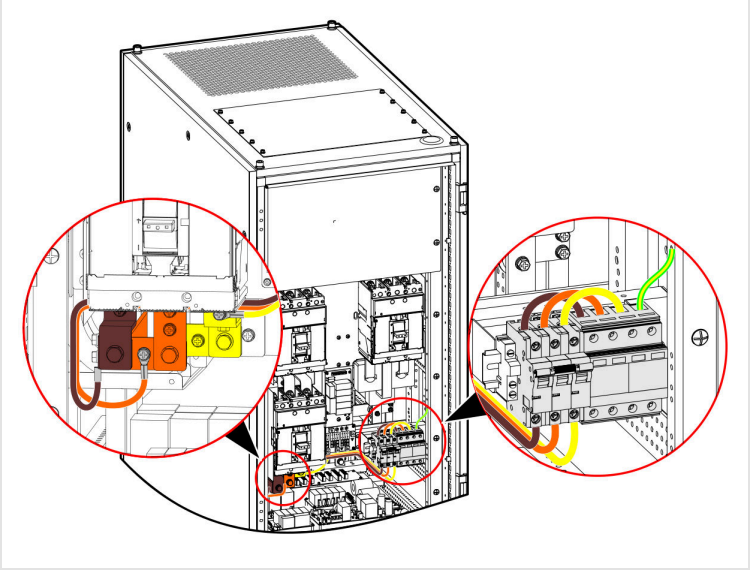

FIGURE 4-30 SPD wiring to the bus bars
3. Connect the SPD and SPD-breaker wires to their bus bars (Figure 4-30).